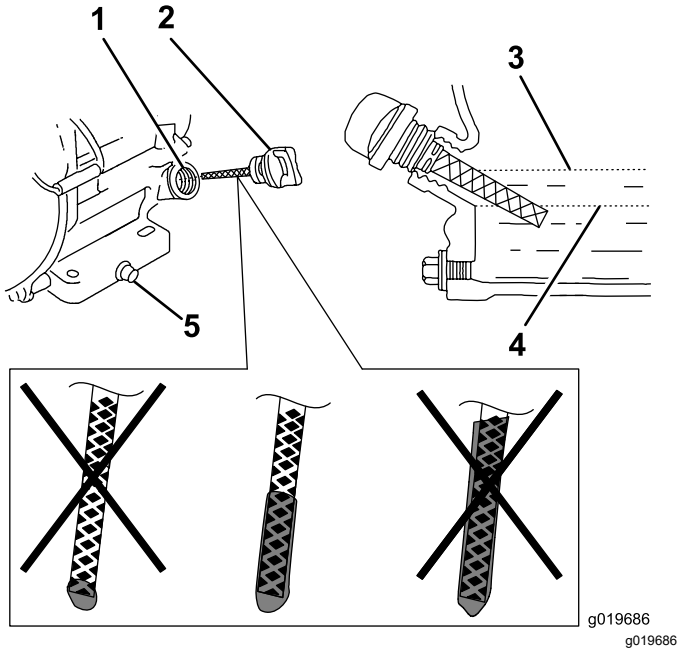

Figur 26
6. Ta ut oljestickan och kontrollera oljenivån i motorn (Figur 26).